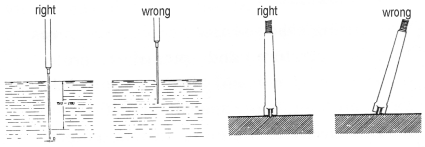

Fig. 7 Fig.8
* For an accurate reading of T2, with liquid temperature probe (see Fig. 7)